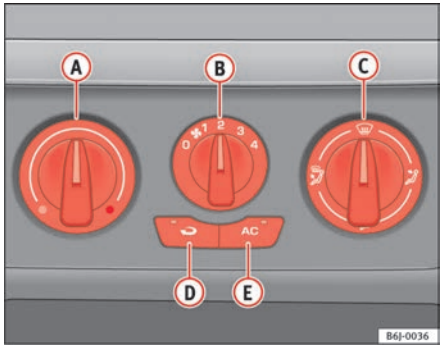

Fig. 86 Vehicle heating controls on the dash panel
– Using the controls ⇒ fig. 86 (A) and (C) and with the switch (B) you can adjust the temperature, the air distribution and the blower speed.
– Press the button (D) to switch air recirculation mode on or off. When the function is activated, a warning light on the button is turned on.